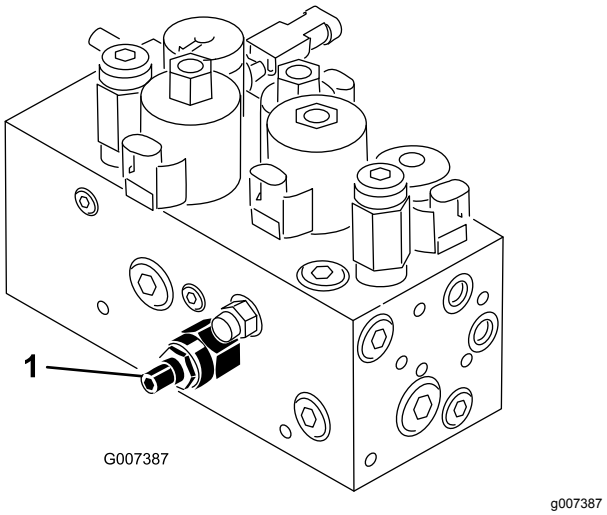

Figur 49
Kretsen for løfting og senking av klippeenheten er utstyrt med en mengderegulator (Figur 49). Denne ventilen er forhåndsjustert, men det kan hende den må justeres for å kompensere for forskjeller i oljetemperaturer, klippehastighet, tilbehør osv. Hvis du må justere den, fortsetter du på følgende måte:
1. Hev setet, og finn mengderegulatoren på den midtre trekkrammen (Figur 49), plassert på siden av hydraulikkmanifolden.